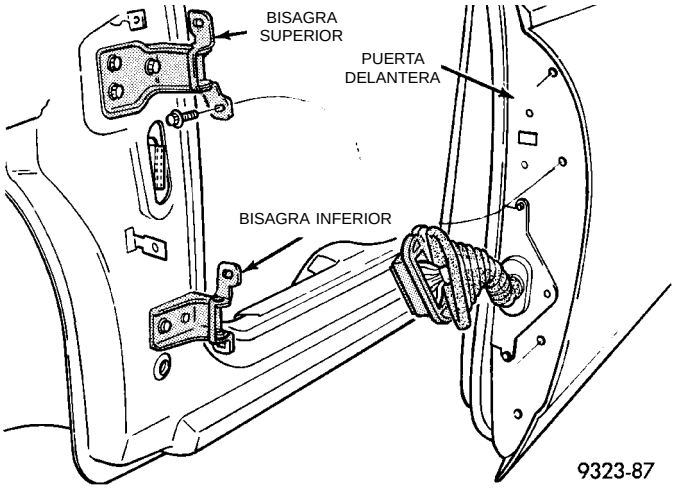

Fig. 36 Puerta y bisagra—características
(1) Abra y apoye la puerta en un dispositivo de elevación adecuado.
(2) Si fuera necesario, retire los pernos que sujetan la correa para limitar la apertura de la puerta al parante A inferior para tener un mejor acceso.
(3) Para facilitar la instalación, marque la posición de la bisagra tanto en el marco del extremo de la puerta como en el parante A inferior.
(4) Retire los pernos que sujetan la bisagra al marco del extremo de la puerta (Fig. 36).
(5) Retire los pernos que sujetan la bisagra al parante A inferior.
(6) Separe la bisagra de la puerta del vehículo.